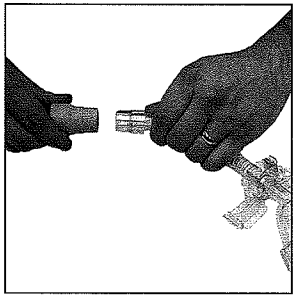

Figure 4
Insérer le tuyau de 15mm de diamètre dans la petite boucle située sur la partie supérieure du harnais et fixer celui-ci à l'aide du Velcro. Assembler le tuyau de 22mm provenant de l'appareil de pression positive continue (PPC) à l'adaptateur pivotant (7) comme l'indique la **Figure 4**. Mettre l'appareil de PPC en marche et vérifier le bon flux d'air au travers du masque.